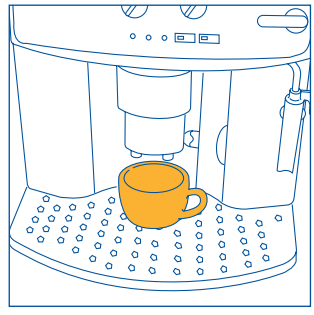
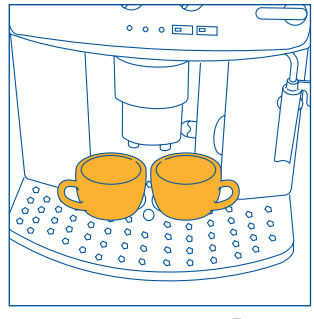
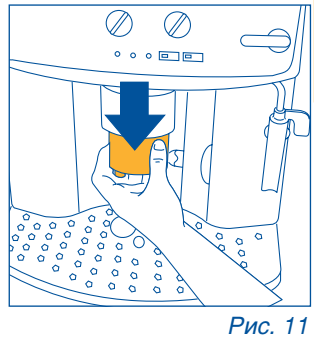

Рис. 9
Рис. 10
Рис. 11
4) Поставьте под носики чашку, если готовите 1 кофе, рис. 9, или 2 чашки для двух чашек кофе, рис. 10. Для получения вкусной пенки как можно приблизьте носики к чашкам, опустив блок подачи кофе, рис. 11.